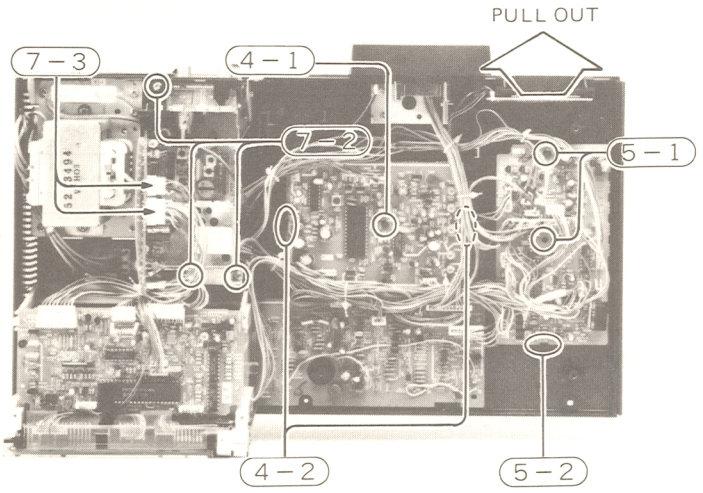

Fig. 44 MPX·Demod. PC Board, Sub PC Board, Peri Connector PC Board, Tuner/IF Block
4. MPX·Demod. PC Board (Fig. 44)
5. Sub PC Board (Fig. 44)
Peri Connector PC Board (Fig. 44)
7. Tuner/IF Block (Fig. 44)